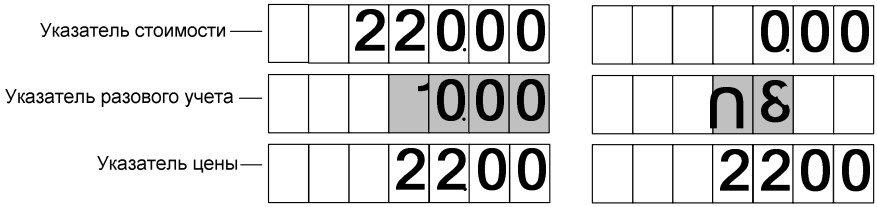

Рисунок 1
7.3 Когда колонка готова к отпуску топлива, на указателе разового учета появляется мигающая *заданная* доза, а в случае отпуска до полного бака – символы "**ПБ**" (рисунок 1). Это дает удобный способ определить, когда можно начать отпуск, а также убедиться, что задано именно то количество топлива, которое заказано. При продолжении заправки всегда отображается *отпущенная* доза.